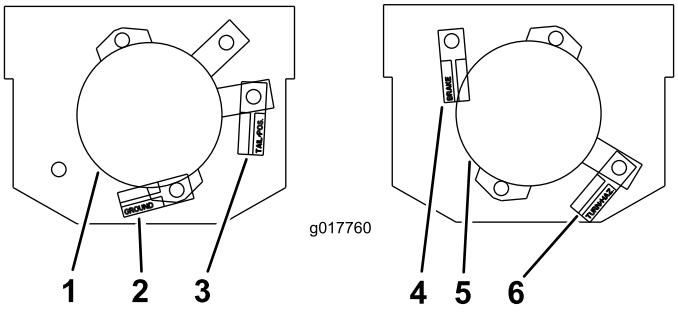
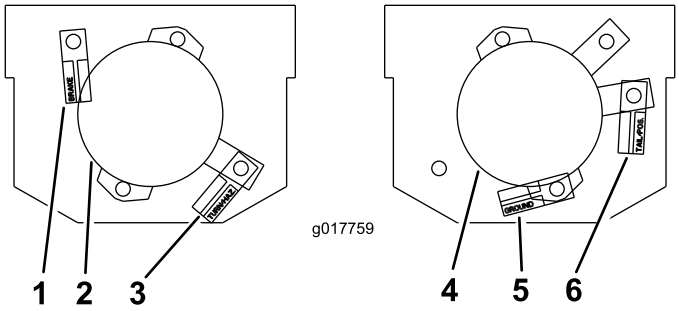

Figure 11
Figure 12
9. Branchez les connecteurs cylindriques aux bornes de feux appropriées, en les positionnant comme montré à la Figure 11 et la Figure 12.